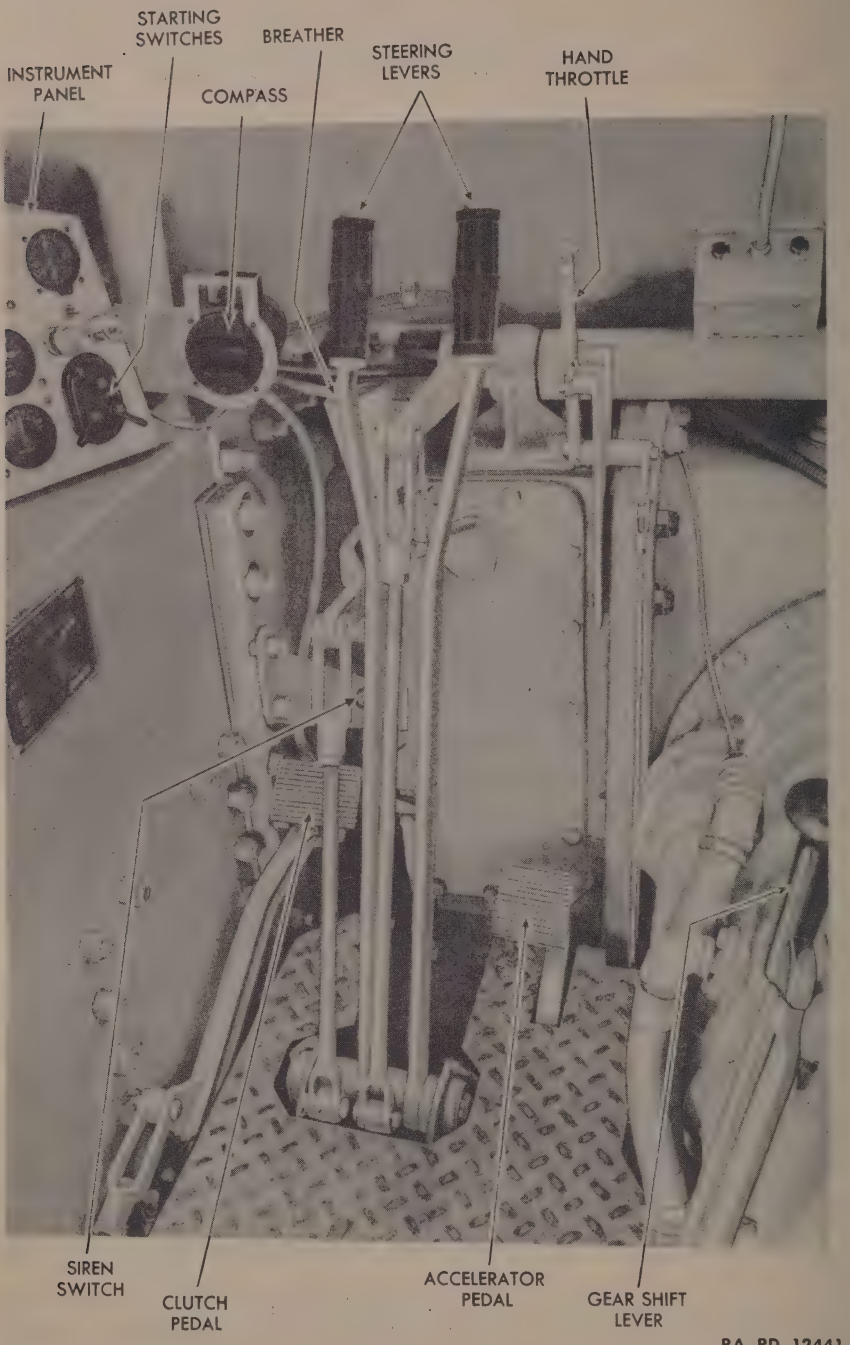

Figure 9—Driver's Controls in Medium Tank M4 and M4A1
b. Steering Levers (fig. 9). Two steering levers provided with rubber grips are mounted on the floor of the vehicle, directly ahead of the driver's seat (fig. 9). To steer the vehicle, pull the steering lever on the side toward which it is desired to turn. Pulling back either one of the levers slows down the track on that side, while the speed of the other track is increased. Thus the vehicle turns with power on both tracks at all times.
c. Accelerator and Hand Throttle (fig. 9). A foot accelerator pedal is located to the right of the steering levers, convenient to the driver's right foot. In conjunction with the foot pedal, a hand-operated throttle is provided, which is mounted on the final drive housing and to the right of the steering levers.
(1) SERVICE BRAKES. Pulling back simultaneously on both steering levers slows down or stops the driving sprockets, depending on the effort applied, and thus slows or stops the tank.
(2) PARKING BRAKE. The parking brake lever is located on the right side of the driver, at the back of the transmission. *It is a transmission-type brake, and should never be used for any purpose other than parking.*